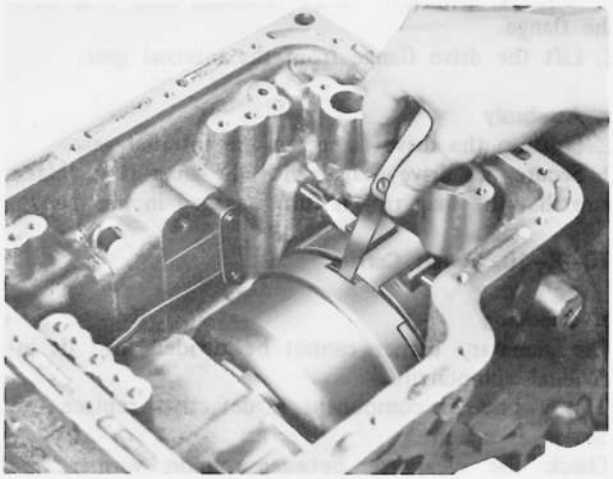

Fig. 7B–51 Checking end play
19. Using a dial indicator as shown in Fig. 7B–52, check the transmission total end play.